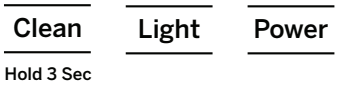

Figure 2
2. Branchez la machine à glaçons Opal. Positionnez le sélecteur de mode (derrière l'appareil) à « Cleaning » (nettoyage). Voir Figure 2.